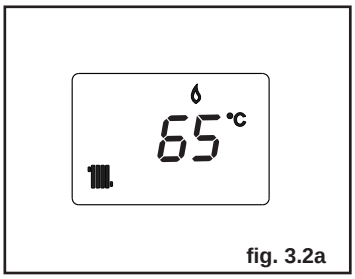
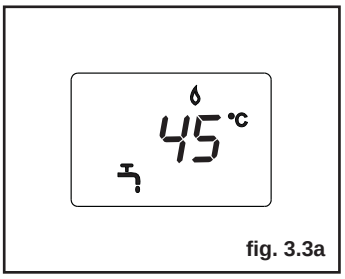

fig. 3.2a
fig. 3.3a
Inverno: ruotando il selettore di funzione (1 - fig. 2.1a) all'interno della zona disvisa in segmenti (fig. 3.1b) la caldaia fornisce acqua calda sanitaria e riscaldamento. In caso di richiesta di calore, la caldaia si accende, il visualizzatore digitale indica la temperatura dell'acqua di riscaldamento, l'icona di funzionamento in riscaldamento e l'icona fiamma (fig. 3.2a). In caso di richiesta di acqua calda sanitaria, il visualizzatore (4) indica la temperatura dell'acqua sanitaria, l'icona di funzionamento in sanitario e l'icona fiamma (fig. 3.3a).
Estate: ruotando il selettore sul simbolo estate (fig. 3.1a) si attiva la funzione tradizionale di solo acqua calda sanitaria. In caso di richiesta di acqua calda sanitaria, il visualizzatore (4) indica la temperatura dell'acqua sanitaria, l'icona di funzionamento in sanitario e l'icona fiamma (fig. 3.3a).